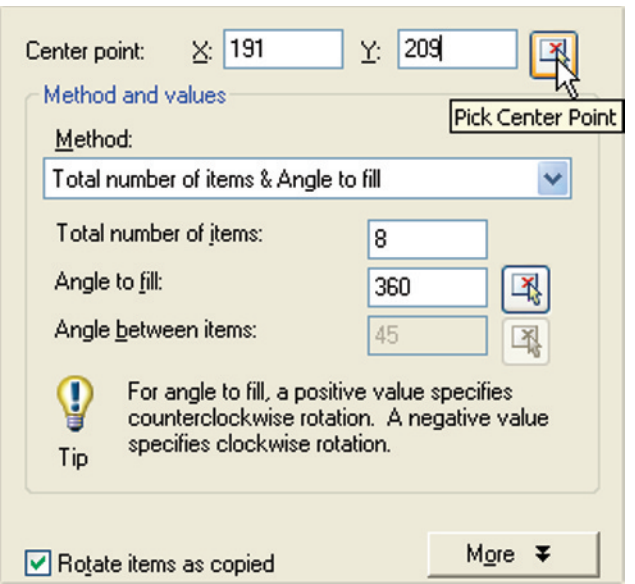

Fig. 5.21 Second example – **Array** – the **Pick Center Point** button
3. *Click* the **Select objects** button of the dialog and *window* the drawing. The dialog returns to screen. *Click* the **Pick Center Point** button (Fig. 5.21) and when the dialog disappears, *pick* a centre point for the array.